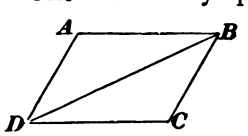

FIG. 32.
61. If in any parallelogram a straight line, called the **diagonal,** be drawn, connecting two opposite corners, it will divide the parallelogram into two equal triangles, as $A\ D\ B$ and $D\ B\ C$ in Fig. 32. The area of each triangle will equal one-half the area of the parallelogram, i. e., one-half the product of the base and the altitude. Hence, to find the area of any triangle: